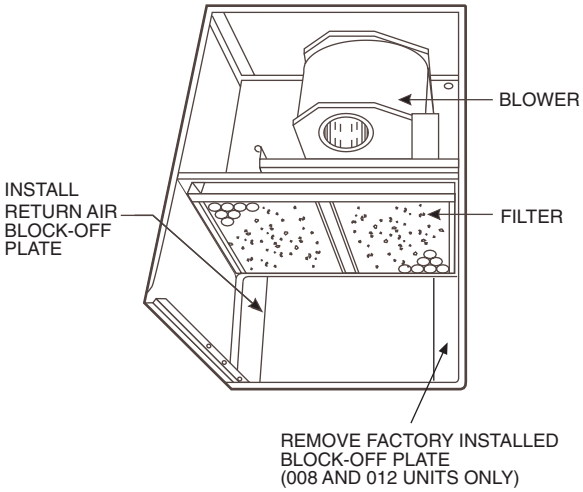

**Fig. 33 — Return Air Block-Off Plate Installation (48TF014 Units Only)**
6. For 48TF014 units, install the return air block-off plate over the return air duct opening. See Fig. 33.
NOTE: For 48TF008 and 012 units, remove the factory-installed block-off plate. See Fig. 33.